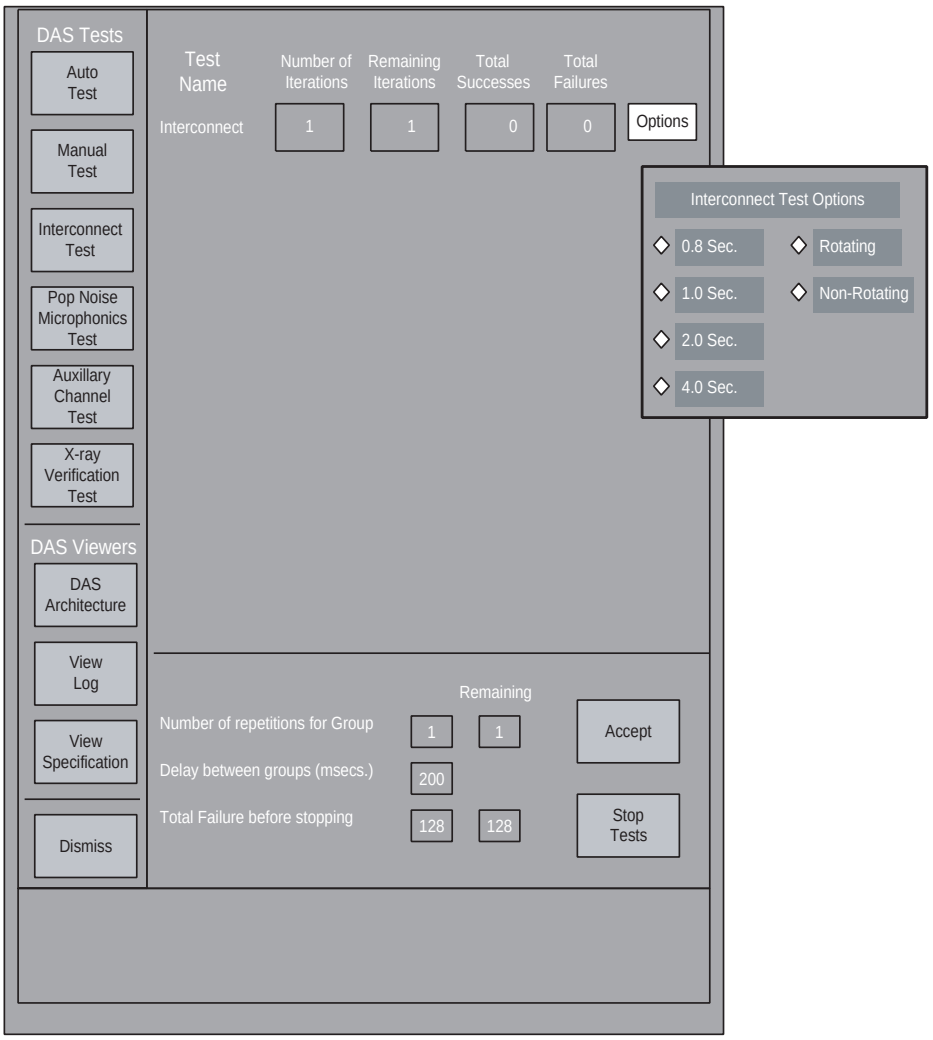

Figure 2-84 Interconnect/X-Ray Verification Test
Both "Interconnect" and "X-Ray Verification" tests are performed (Figure 2-84). Eleven (11) scans are performed. Scans 4x1.25, CAL0, CAL1, CAL2, CAL3, CAL4, CAL5, CAL6 and CAL7 are used for the Interconnect test. Scans 4x5.00, 4x3.75, 4x2.50 and 4x1.25 are used for the X-Ray Verification tests.